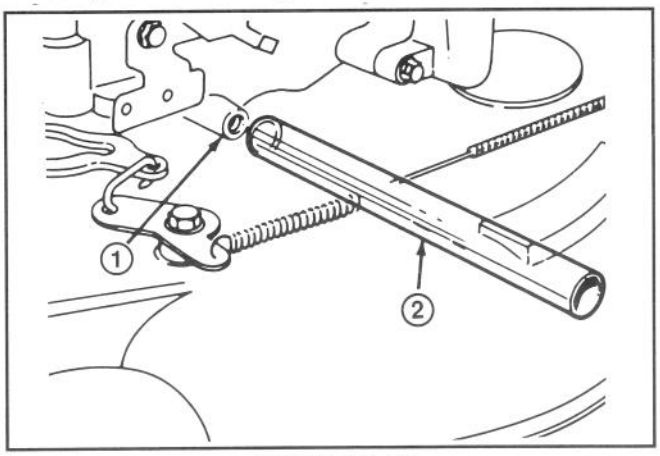

Abbildung 19
4. Ein Ölablaßrohr über die Ablaßöffnung einsetzen und den Mäher senken, damit das Öl in die Wanne fließen kann (Abb. 19). Die rechte Seite des Mähers anheben, bis das gesamte Öl ausgeflossen ist.